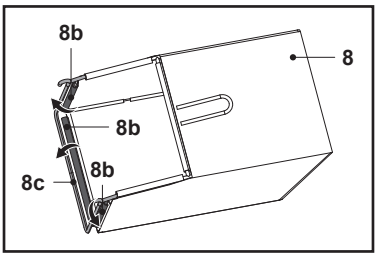

Rys. 5
1. Przypiąć trzy gumowe zaciski (8b) do pręta podtrzymującego (8c) kosza na trawę (8) (rys. 5).
2. Kosz na trawę (8) jest gotowy do użycia.